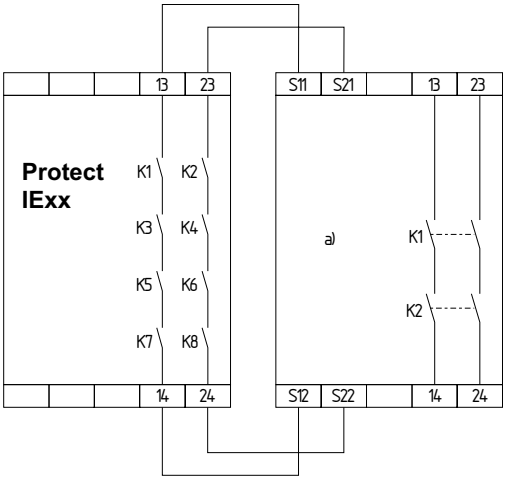

Fig. 10
**Habilitaciones (véase fig. 10)**